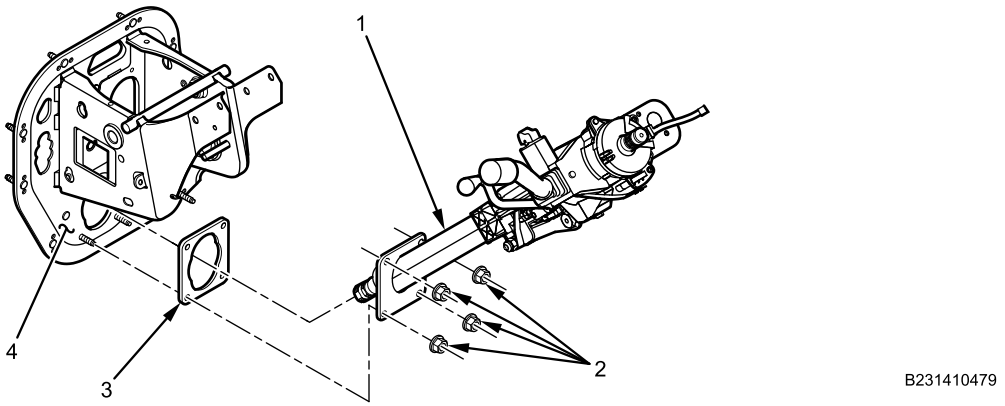

Figure 7. Lower Steering Column.
1. Install new gasket (Figure 7, Item 3) at base of steering column (Figure 7, Item 1).
2. Align splines on steering column (Figure 7, Item 1) with steering shaft and install steering column bottom on steering bracket (Figure 7, Item 4).
3. Loosely install four flange nuts (Figure 7, Item 2) at bottom of steering column (Figure 7, Item 1).